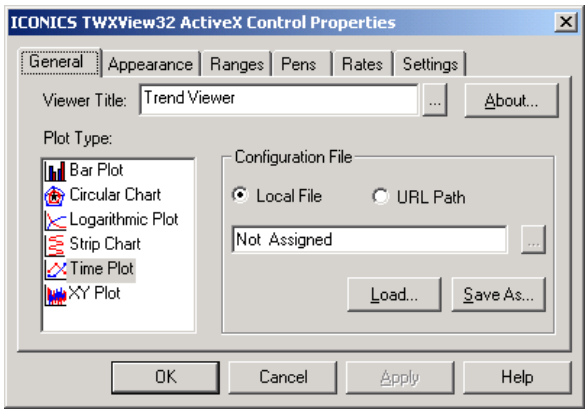

Figure L11.2 - Configuring the General Properties
2. Select the General tab and select the "Time Plot" as the Plot Type, as depicted in Figure L11.2.